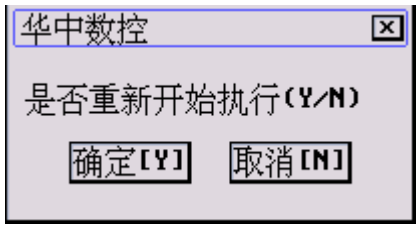

图 6.3.2 自动方式下重新运行程序
(1) 在程序运行子菜单下，按 **F4** 键，弹出如图 6.3.2 所示对话框；